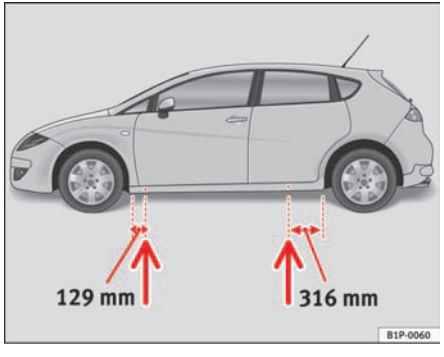

Fig. 149 The jacking points
– Locate the jacking point under the door sill closest to the wheel being changed ⇒ fig. 149.
Recesses at the front and rear of the door sills mark the jacking points ⇒ fig. 149. A position has been made for each wheel. Do not fit the jack anywhere else.